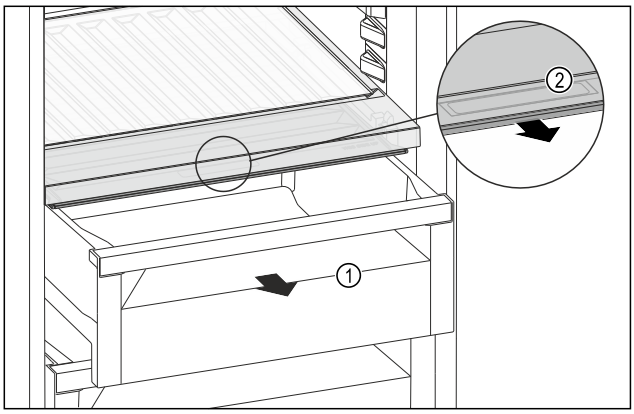

Fig. 198
▶ Pull out the drawer *Fig. 198 (1)*.
▶ Grasp the recessed grip *Fig. 198 (2)* on the compartment lid and pull the compartment lid forwards at the same time.